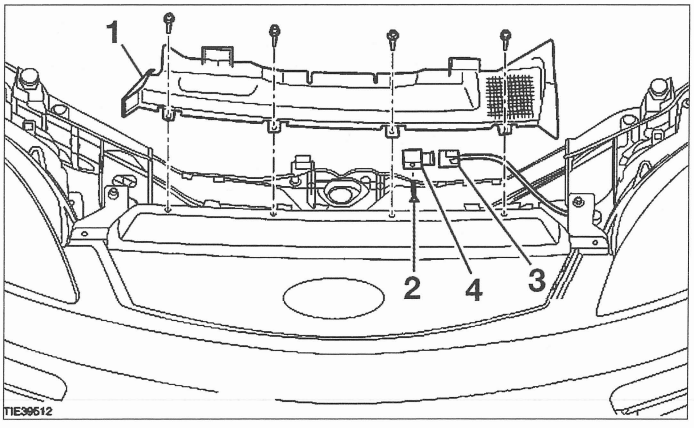

FIG. 17
. Desmontar el deflector de aire de radiador (1) **(fig. 17)**.
- Desmontar el tornillo (2) del captador de impacto.
- Sacar el conector (3) de captador de impacto (4).
- Desmontar el captador de impacto delantero (4).